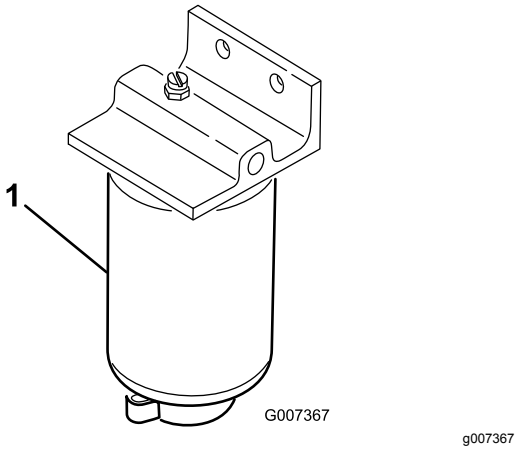

Figur 37
3. Öppna avtappningspluggen på bränslefiltret cirka ett varv och töm ut eventuellt ansamlat vatten (Figur 37).